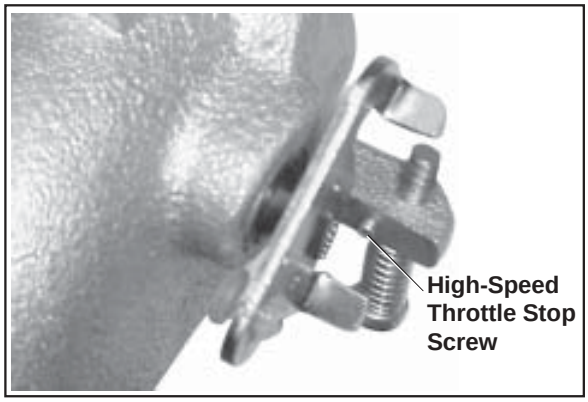

Figure 5B-35. Throttle Details.
a. On engines with a stop screw, pivot the throttle shaft and plate into the "Full Throttle" position, so the tang of the throttle shaft plate is against the end of the high-speed stop screw. See Figure 5B-35. Temporarily clamp in this position.